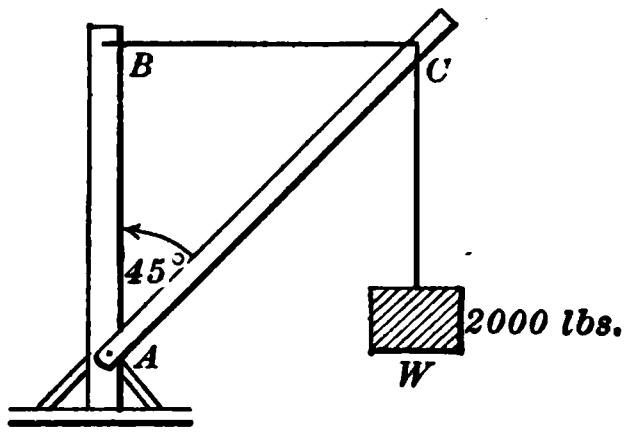

Fig. 162. Diagram of a simple crane.
1. Figure 162 shows a simple crane. Find the tension in the tie rope BC and the push of the brace AC, when the weight W is one ton, and the angle BAC is 45°. Neglect the weight of the brace.